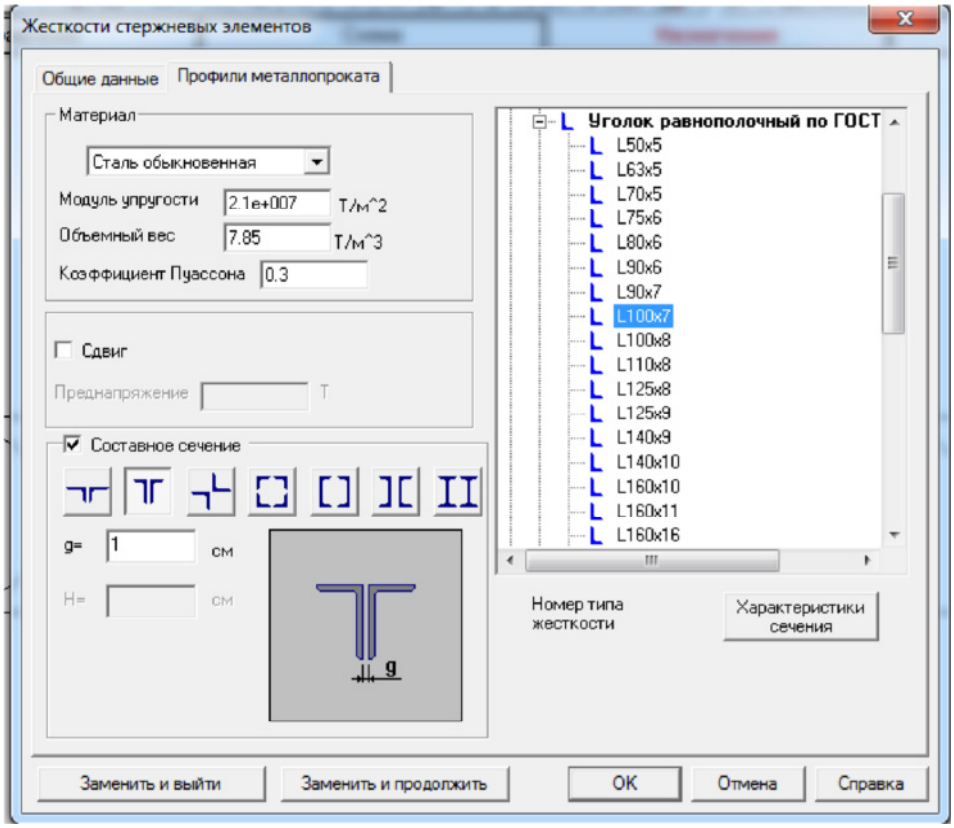

Рисунок 2.10 - Задание сечения элементов в виде спаренных уголков
8. Жесткость стержней назначается на второй странице **Про- фили металлопроката** диалогового окна **Жесткости стержневых элементов**, ставится маркер рядом с опцией **Составное сечение** и из списка выбирается поперечное сечение в виде спаренных уголков (рис. 2.10).